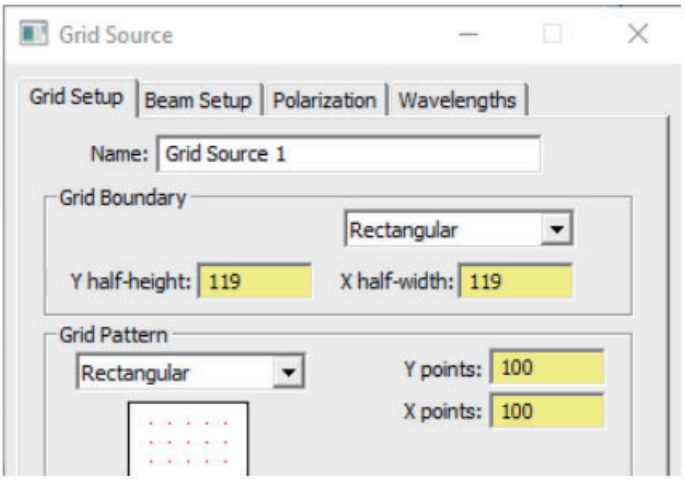

FIGURE 9.11 - Modified portion of Grid Source dialog for Rectangular raytrace.
10. 図 9.11 に示すように、100 x 100 の光線の長方形グリッドで、119mm x 119mm の半幅の光線の正方形グリッドを定義します。